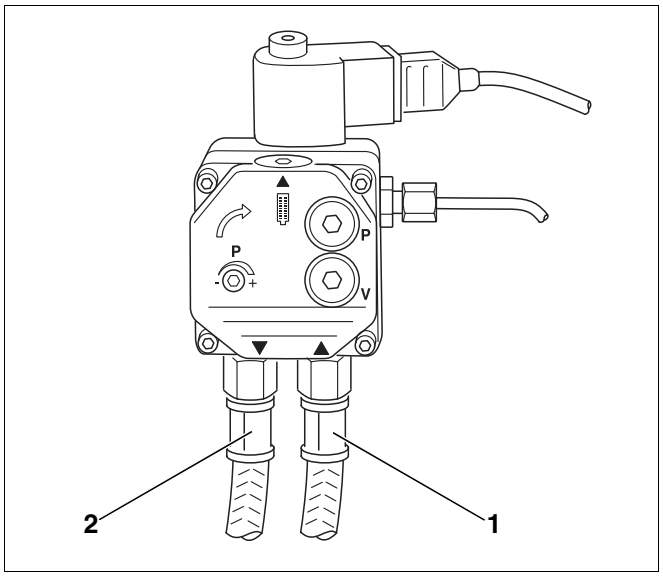
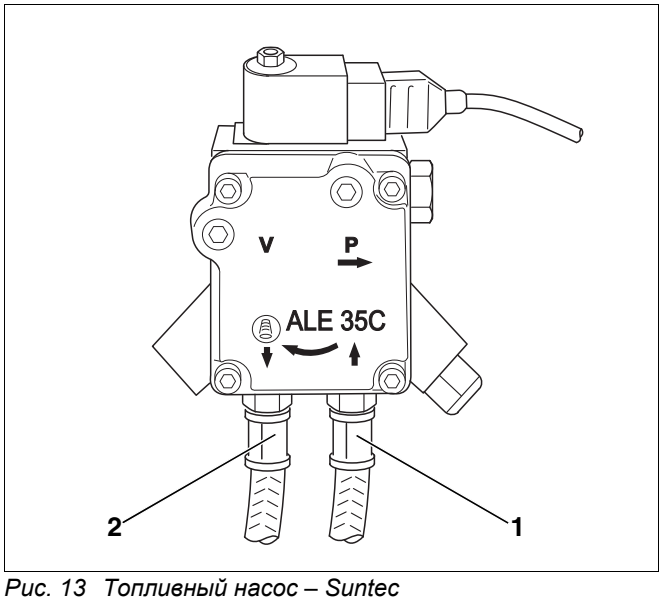

*Рис. 12 Топливный насос – Danfoss*
*Рис. 13 Топливный насос – Suntec*
Следите за тем, чтобы не перепутать подключение всасывающего и возвратного топливопроводов (Рис. 12 и Рис. 13).
***Экспликация к Рис. 12 и Рис. 13:***